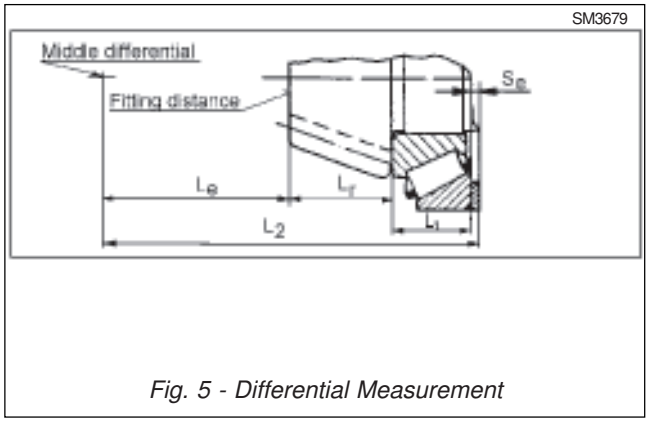

Fig. 5 - Differential Measurement
4. To determine the correct thickness of adjusting washer (48) to be used to attain the correct pinion (19) gear backlash, the following measurements must be made. Refer to Figures 5 and 6.